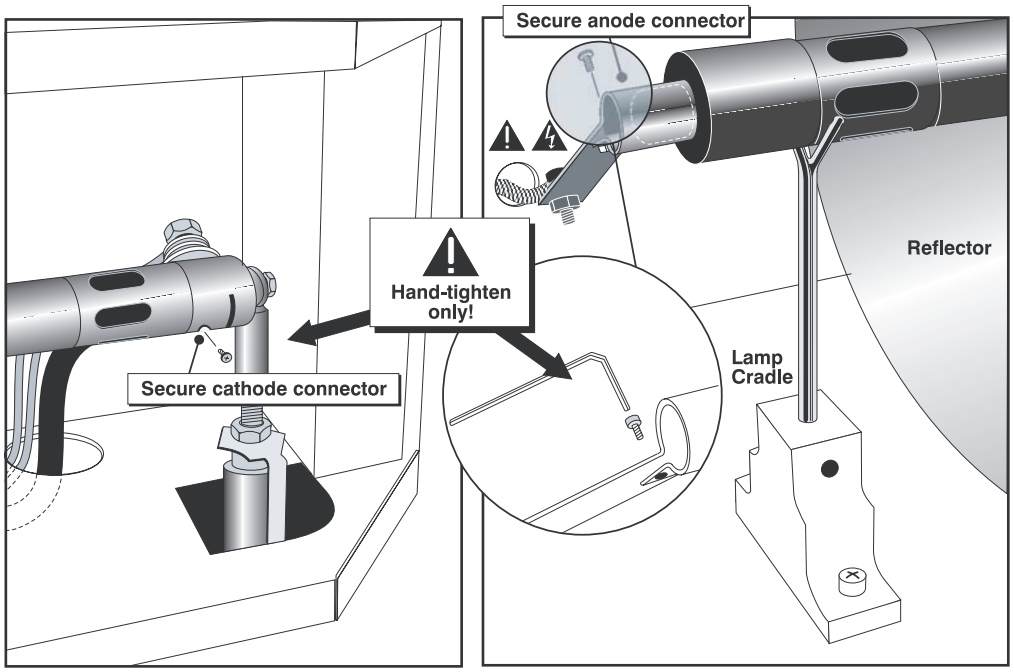

Figure 5-3. Securing Lamp Anode (+) and Cathode (-) Connectors
13. Tighten the set screws in both negative and positive lamp connectors; see Figure 5-3. If you accidentally touch the quartz body of the lamp with your bare hands, clean the surface as described in ***Maintenance and Cleaning*** on page 89.